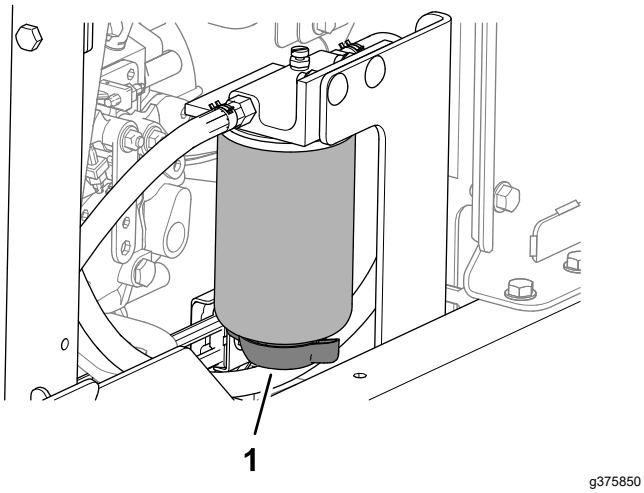

Figur 83
3. Anbring en dræningsskål under brændstof-/vandudskillerens aftapningsventil (Figur 83).